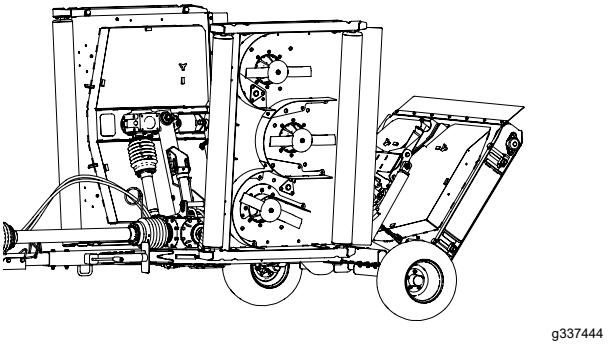

Figur 69
2. Höj upp och spärra fast klippdäcken, stäng av motorn och ta ut nyckeln (Figur 69).